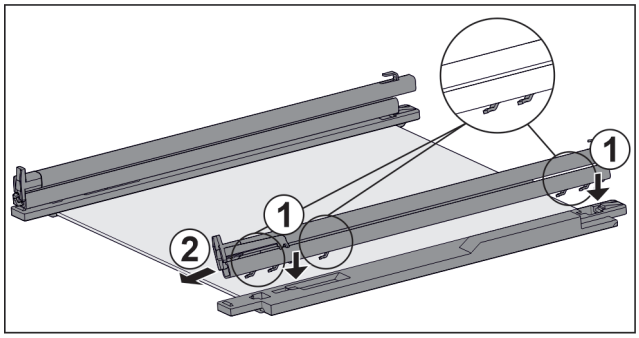

Fig. 202 Tablette en verre avec rails et pièces de retenue
▶ Placer les crochets du rail sur les ouvertures de la pièce de retenue de **gauche**. *Fig. 202 (1)*
▶ Tirer le rail vers l'avant. *Fig. 202 (2)*
▶ Placer les crochets du rail sur les ouvertures de la pièce de retenue de **droite**. *Fig. 202 (1)*